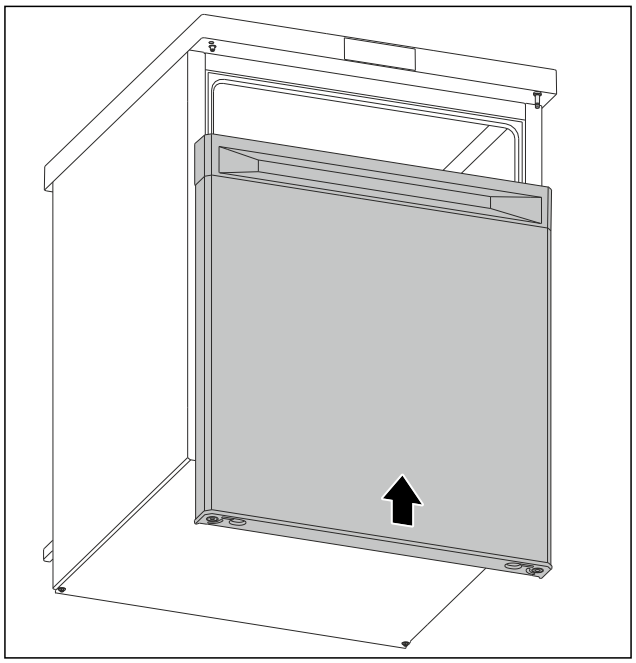

Fig. 15
▶ Uzbīdiet durvis aizvērtā stāvoklī uz augšējās tapas. (skat. Fig. 15)